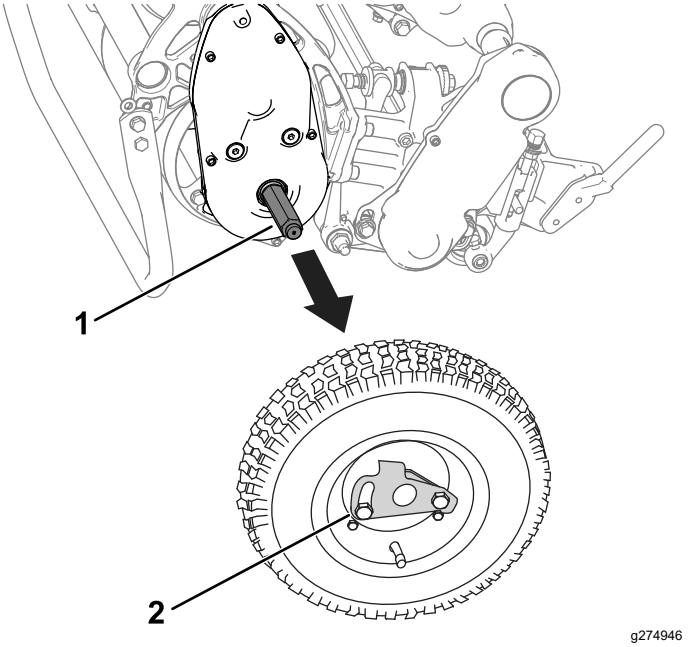

Figur 20
3. Fjern transporthjulene ved å trykke hjullåsklemmene ut av akslene (Figur 20).